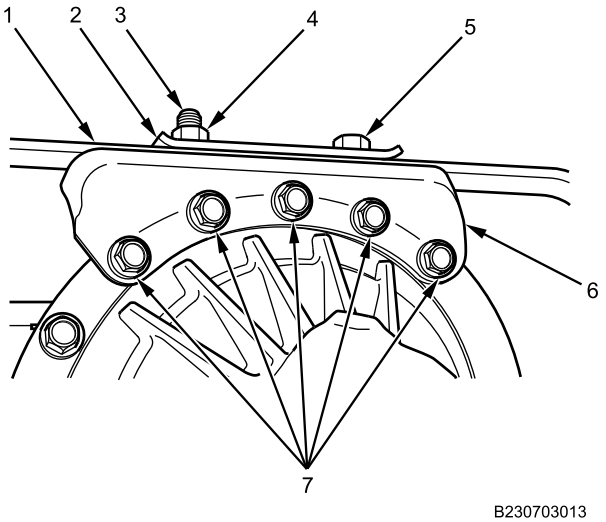

Figure 3. Transmission Mounting Crossmember Spring And Transmission Rear Mount Bracket.
1. Apply corrosion preventive compound to bolts and nuts (Figure 3, Item 3 through 5 and 7).
2. Position crossmember spring (Figure 3, Item 1) and plate (Figure 3, Item 2) on bracket (Figure 3, Item 6) and loosely install bolt (Figure 3, Item 5) and nut.
3. Loosely install nut (Figure 3, Item 4) and bolt (Figure 3, Item 3) on bracket (Figure 3, Item 6), crossmember spring (Figure 3, Item 1), and plate (Figure 3, Item 2).
1. Install transmission mount bracket (Figure 3, Item 6) and transmission mounting crossmember (Figure 3, Item 1) on vehicle.
2. Install transmission mount bracket (Figure 3, Item 6) and bolts (Figure 3, Item 7) on transmission. Tighten bolts securely.
7. Tighten bolts and nuts (Figure 3, Item 3 through 5) securely.